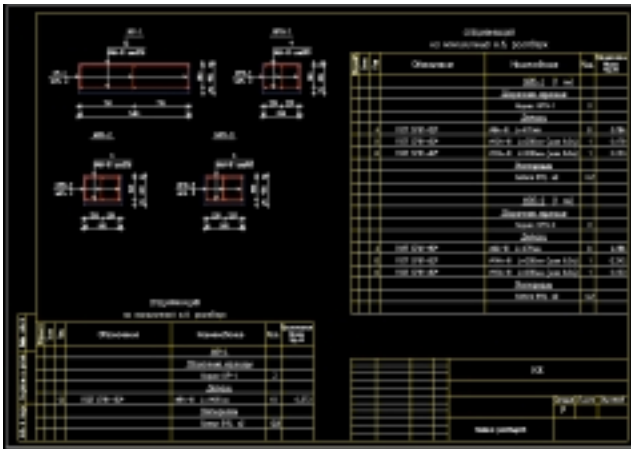

Рис. 8
- отрисовка каркасов ростверков (рис. 8);